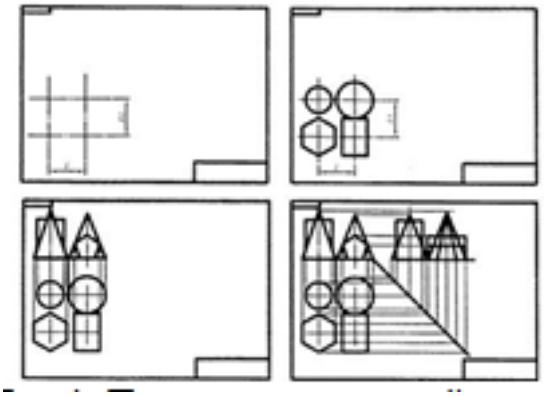

Рис. 2 Построение аксонометрической проекции геометрических тел
5. Построение аксонометрической проекции группы геометрических тел начинают с проведения аксонометрических осей. Положение осей изометрической проекции: оси X и Y располагают под углом 30º к горизонтальной линии (угол 120º между осями). На плоскостях проекций располагаем основания геометрических тел, в соответствии с индивидуальным заданием, откладывая действительные величины (рис. 2).